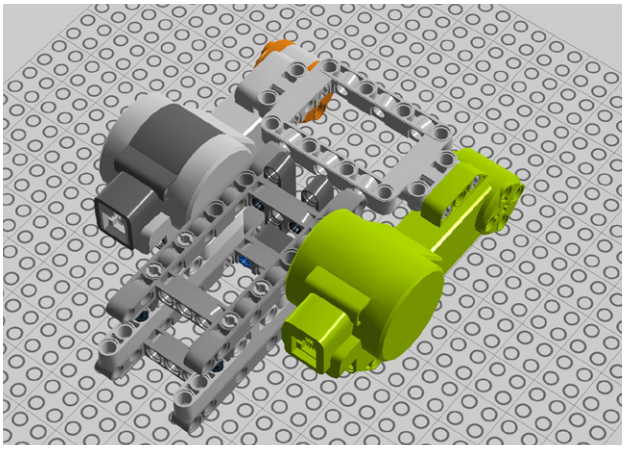

Figure 7-32. *Step 25: Adding another motor*
25. Add another motor (Figure 7-32)!